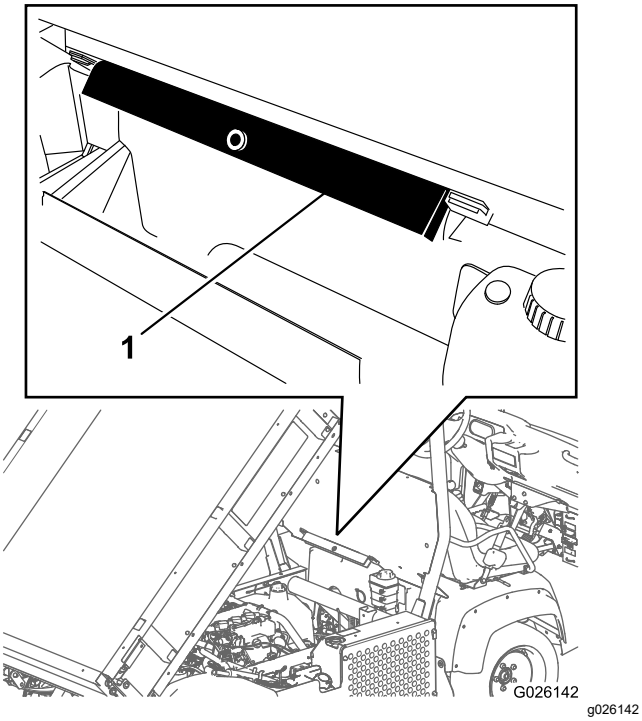

**Figur 13**
2. Fjern støtten til planet fra lagringsbrakettene på baksiden av veltebeskyttelsespanelet (Figur 13).